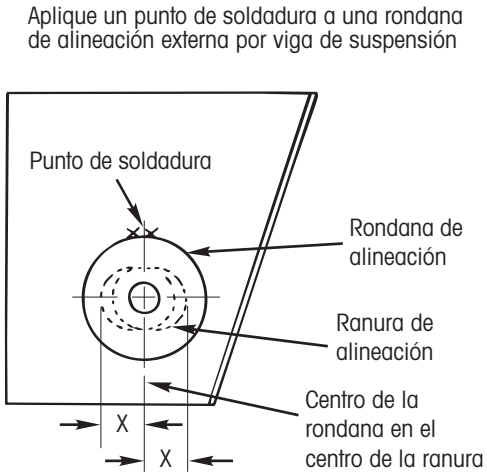
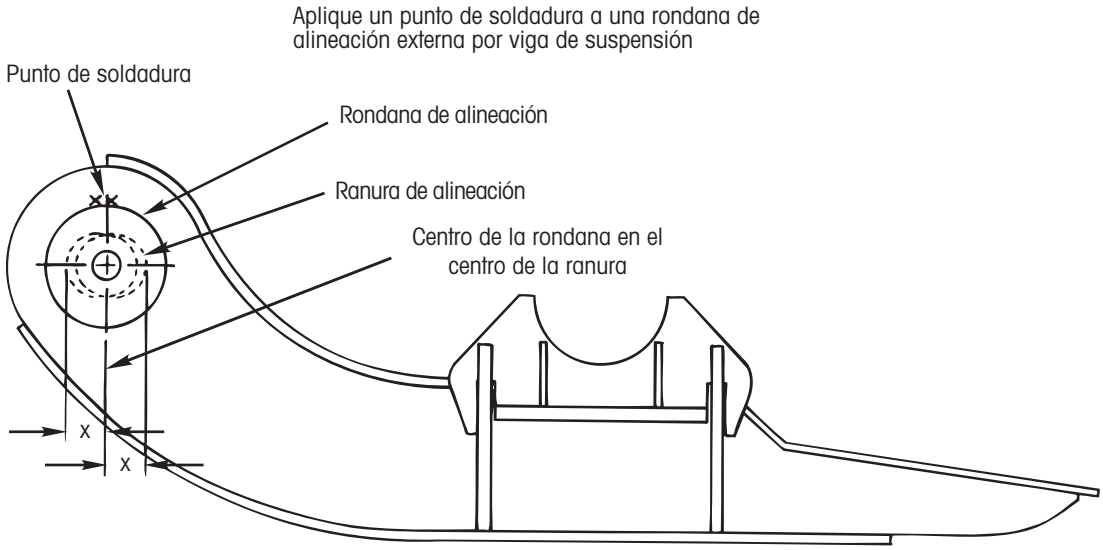

Figura 52. Rondana de alineación (percha)
Figura 53. Rondana de alineación (viga)
2. Aplique un punto de soldadura a la rondana de alineación, dependiendo del modelo, ya sea en la placa lateral externa de la percha (Figura 52) o en la placa lateral de la viga (Figura 53).